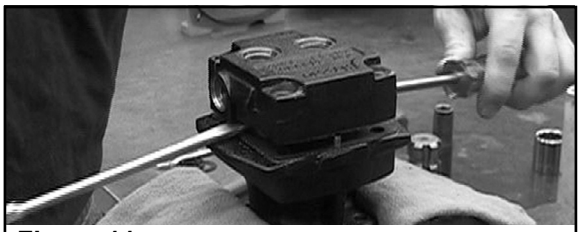

**Figure 11**
6. If Motor End Plate will not lift off easily, use a small screw-driver to carefully pry apart the boss portion of the End Plate and Gerotor Housing until free (See Figure 11). If Gerotor Housing will not lift off easily, carefully pry apart